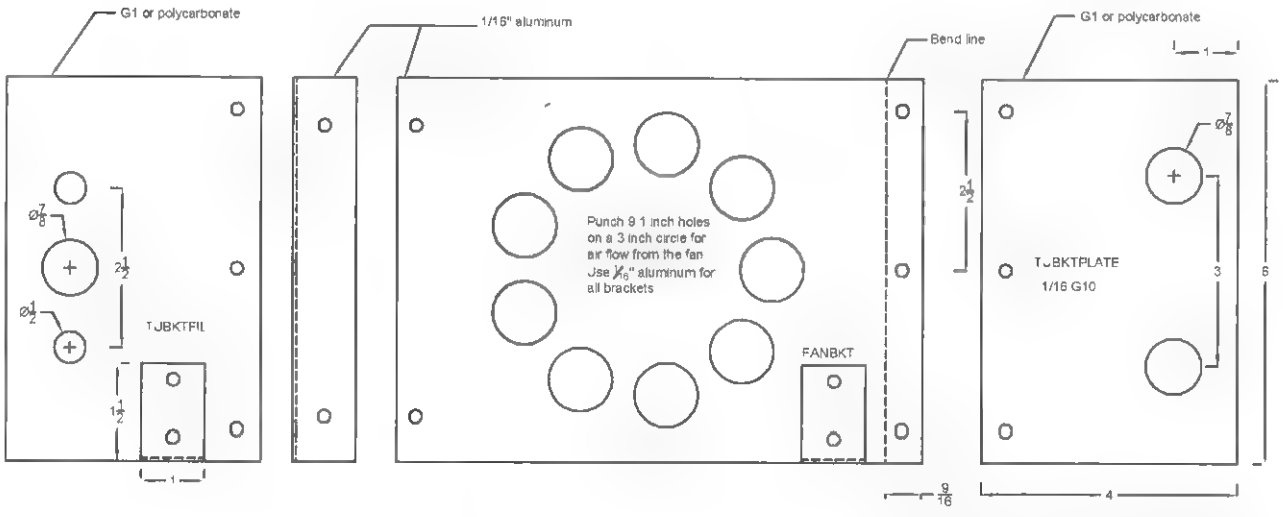

Figure 17-4 *Assembly of the tube and mounting bracket*
2. Fabricate the parts as shown in Figure 17-4. Note to use 1/16-inch G10 or another high-temperature plastic for the actual tube
holders (TUBKTFIL and TUBKTPLATE). Use 1/16-inch aluminum for the other parts. Note the mating holes for assembling them together, as shown in Figure 17-4.